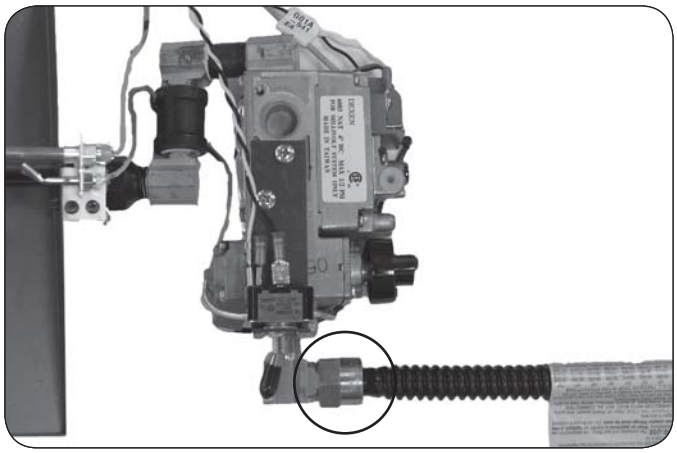

Fig. 13-1
7. Connect the unconnected end of the flex connector to the control valve input or regulator if connected externally to the valve. (Fig. 13-1, 2, 3, 4). **DO NOT kink tubing.** Tighten both ends of the flex connector securely.